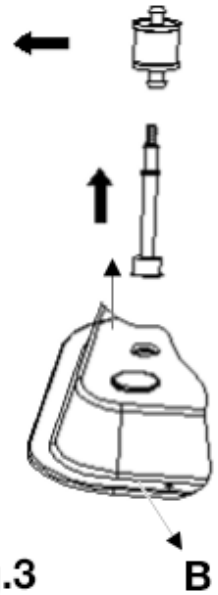

Fig.3 B
6. Kontroller termostatens innstilling (C - Fig.3).
1. Sett av/på-bryteren i stilling “Av” (O) (A - Fig.3).
1. Fjern lokket på drivstofftanken. (Fig.3)
2. Ta filteret ut av tanken. (A - Fig.3)
3. Ta ut oljesugerøret. (B - Fig.3)